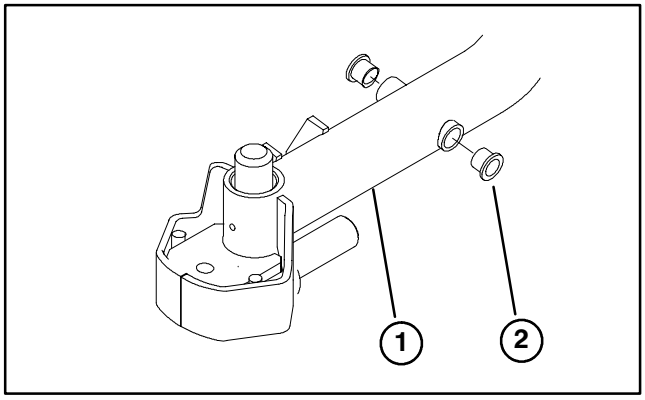

Figure 9
23. Mount a bushing to each hole in both rear lift arms (Fig. 9).